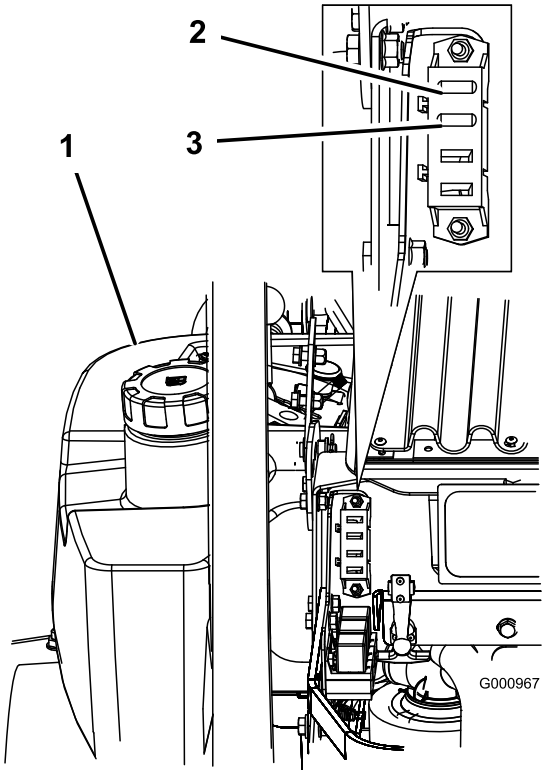

Figur 46
1. Løsn motorhjelmen, og hæv den for at få adgang til sikringsholderen (Figur 46).
3. Isæt en ny sikring (Figur 46).